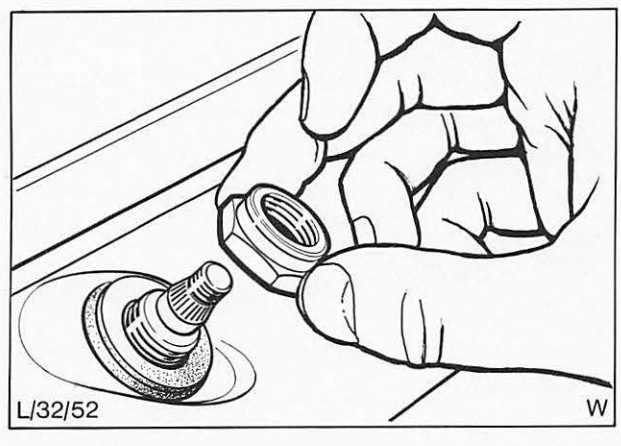

Abb. 30 Welle-Tandemlager und Mutter
17. Auf jede Welle einen Wischerarm mit Beilagscheibe und Mutter montieren, Abb. 30, und Arme wie erforderlich einstellen.